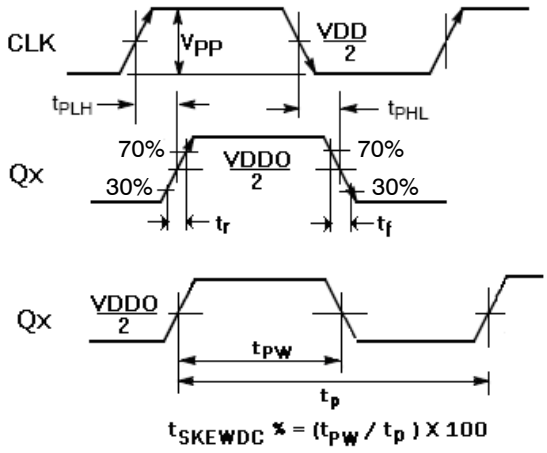

Figure 3. AC Reference Measurement
4. Clock input with 50% duty cycle. Outputs terminated with 50 Ω to V_{DDO}/2. See Figures 3 and 4.
6. Similar input conditions and the same supply voltages. Measured at V_{DDO} /2. See Figures 3 and 4.